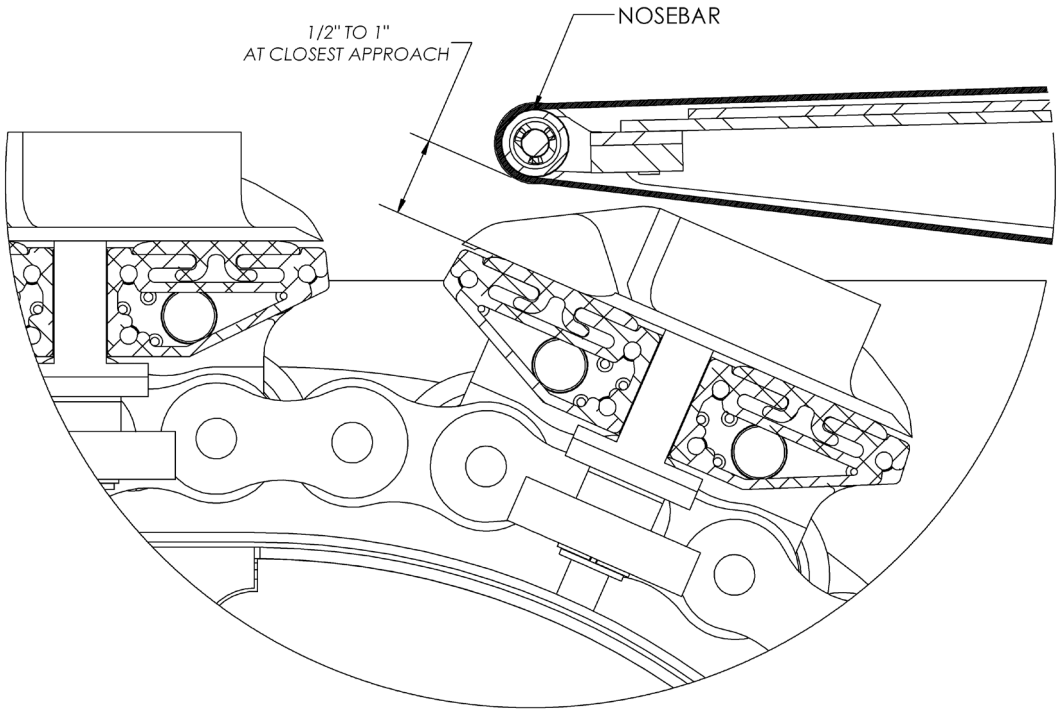

Figure 12-Knife Edge Nosebar Positioning Detail
4. Adjust the nosebar horizontal and vertical position to match the position shown in Figure 12.
a. Note that the spacing between the knife edge and the slat surface must be measured with the slat at its closest approach, which will be when the outside edge of the slat is lined up with the knife edge bearing. See Figure 12 for details.